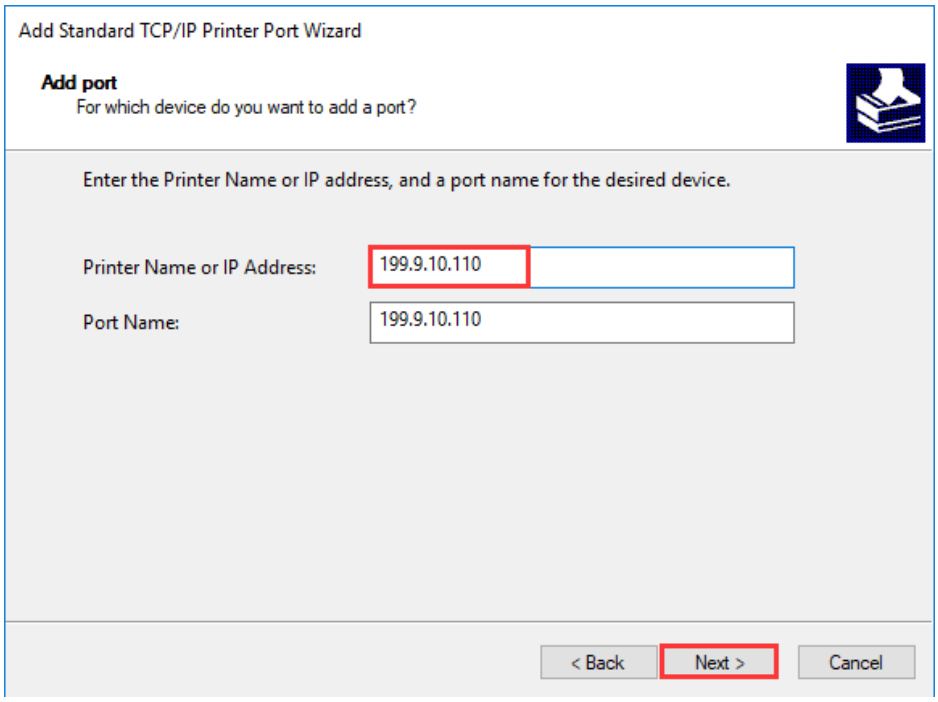

Figure 2-37 Add Port Screen
7. On the "Add Port" screen, enter the IP Address of the printer (Note: the IP address here must be consistent with the IP address of the printer that has been set, and the port name will be generated automatically), and then click "Next", as shown in Figure 2-37.